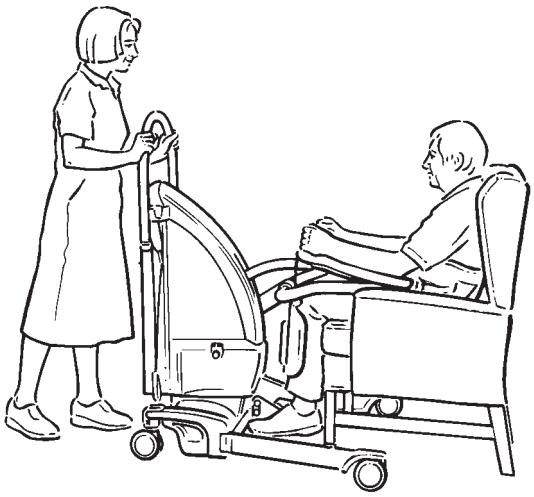

Fig.19
4. Le patient doit, si possible, se tenir à l'Arc-Rest au moyen d'une ou des deux mains. (Voir Fig. 19)